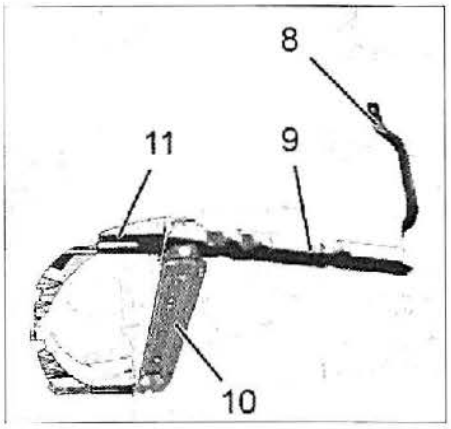

FIG. 3
- el guardabarros delantero izquierdo (7)
• Desmontar (fig. 3):
- el travesaño de radiador (10)
- el petro (11)
- la prolongación de cuna (9)